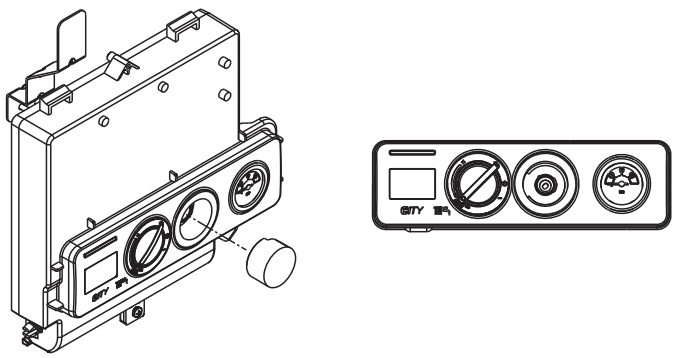

Рис. 5.1
- подцепите с помощью отвертки и удалите заглушку на пенели управления (рис. 5.1)